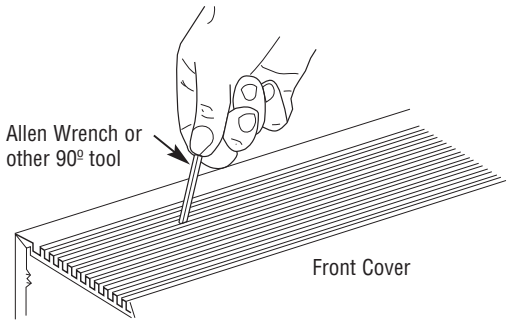

Fig. 6
2. To clean interior of heater will require the removal of the front cover. To remove the front cover, disengage the top rear snap-lock first. Use an “L” shaped tool, such as an Allen Wrench, to lift up under the webs between the back row of slots (See Fig. 6). Start at either end and lift up on the front cover until the tension in the cover pulls the cabinet apart. Continue moving along the length of the heater until the cover comes off.